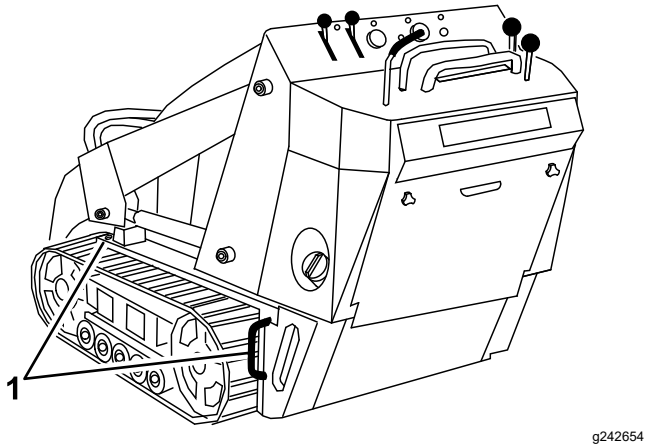

Figuur 20
8. Gebruik de metalen bindogen op de machine om de machine goed vast te maken aan de aanhanger of vrachtwagen. Gebruik hiervoor banden, kettingen, kabels of touwen (Figuur 20). Raadpleeg de lokale voorschriften inzake het vastbinden van de machine.
U kunt de machine tillen met behulp van de bindogen als hefpunten; zie Figuur 20.